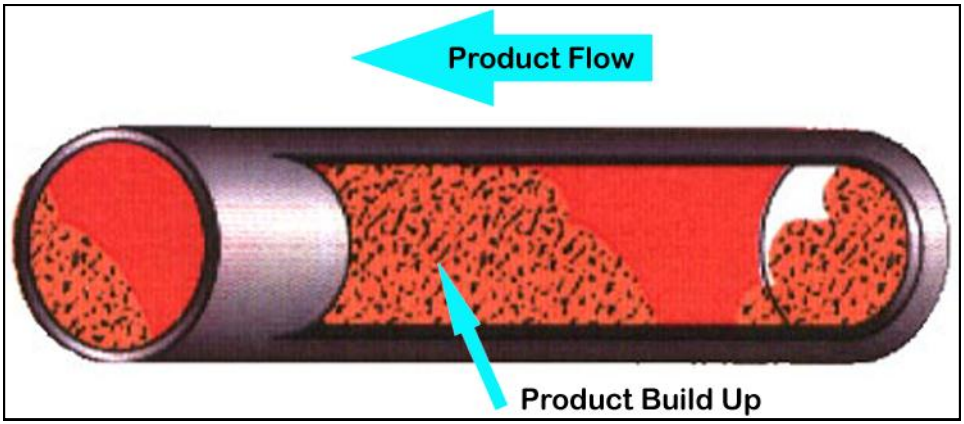

Figure 12. Product Flow and Build Up
1. Vertical positioning of discharge hose results in smoother product flow. Product tends to "settle" in portions of hose which runs horizontally (see figure 12). This accumulation of product will restrict product flow, will increase unloading time, and may eventually clog the line.